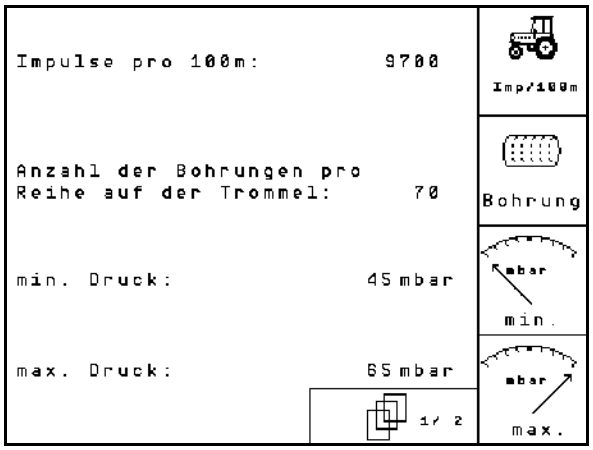

**Fig. 27**
**Side 1** **i menuen Maskindata (Fig. 27):**